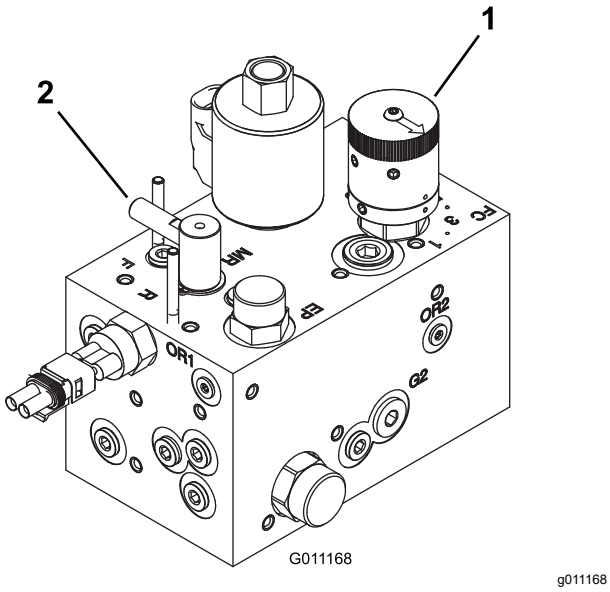

Figur 50
3. Vrid cylinderns hastighetsreglage (Figur 50) till cylinderhastighetsnumret som fastställdes i steg 1.